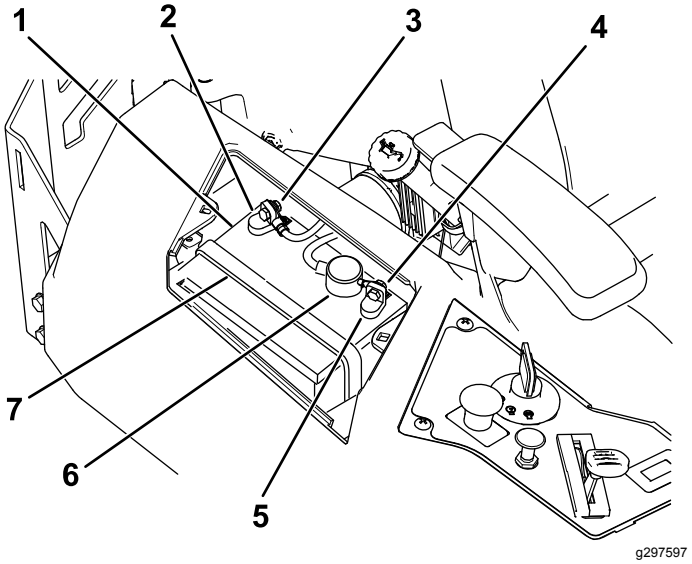

Figuur 56
4. Maak de minkabel (zwart) los van de accupool (Figuur 56).
6. Maak de pluskabel (rood) los van de accupool (Figuur 56).
7. Verwijder de bevestigingsband van de accu (Figuur 56) en til de accu uit de accubak.
1. Plaats de accu in de bak (Figuur 56).
5. Zet de accu vast met de bevestigingsband (Figuur 56).